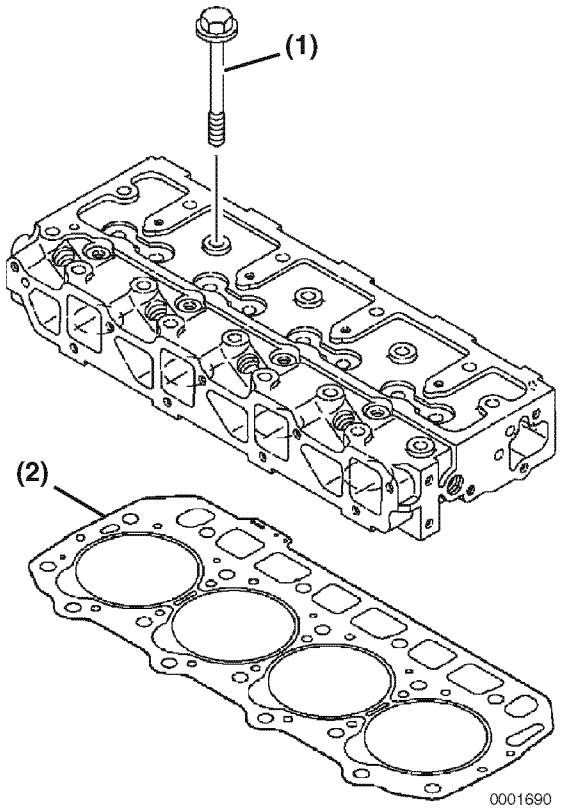

Figure 6-11
2. Remove the cylinder head bolts **(Figure 6-11, (1))**.
3. Lift the cylinder head away from the cylinder block. Discard the cylinder head gasket **(Figure 6-11, (2))**. Position the cylinder head on the work bench to prevent damage to the combustion surface.